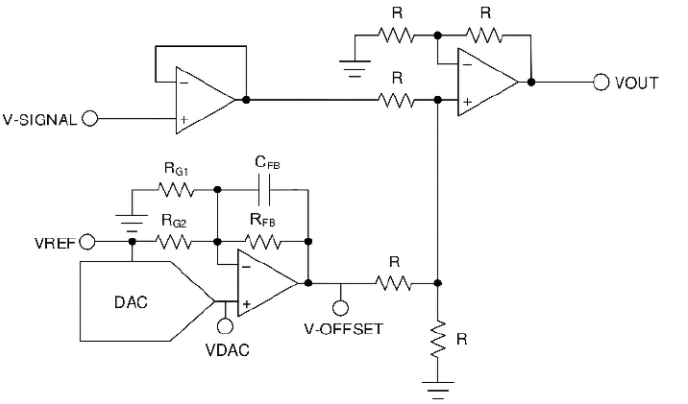

Rysunek 4. Dodawanie regulowanego przesunięcia do sygnału za pomocą przetwornika DAC i wzmacniaczy operacyjnych za notą aplikacyjną SBAA343
Jednym z zastosowań przetworników DAC, zwłaszcza o większej rozdzielczości może być generowanie napięć kontrolnych (CV) dla analogowych syntezatorów modularnych. Standardem jest napięcie do 10 V ze skalą 1 V na oktawę. Oczywiście będzie to wymagać dodania wzmacniacza operacyjnego do przeskalowania wyjścia DAC do akceptowalnych wartości. Z pomocą przetwornika cyfrowo-analogowego można też generować napięcia i prądy do polaryzacji sensorów wymagających precyzyjnych źródeł napięcia lub prądu. Kolejnym, typowym zastosowaniem jest generowanie napięcia przesunięcia sygnału w obwodach wejściowych oscyloskopów cyfrowych. **Rysunek 4** przedstawia schemat poglądowy takiego obwodu, pochodzi on z noty projektowej SBAA343 firmy Texas Instruments.